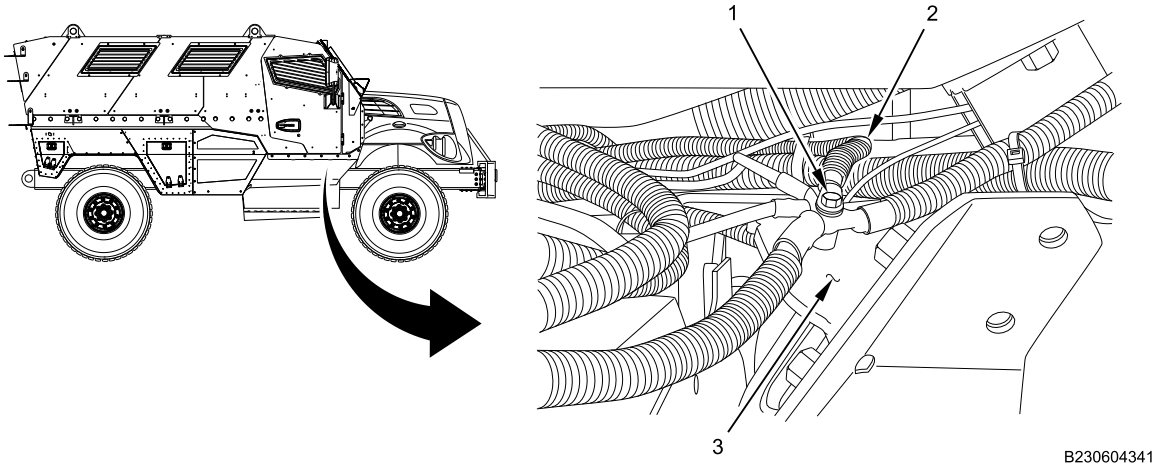

Figure 5. Ground Cable.
2. Install winch BLACK ground cable (Figure 5, Item 2) on right side wheel deflector (Figure 5, Item 3) with bolt and washer (Figure 5, Item 1). Tighten bolt securely.